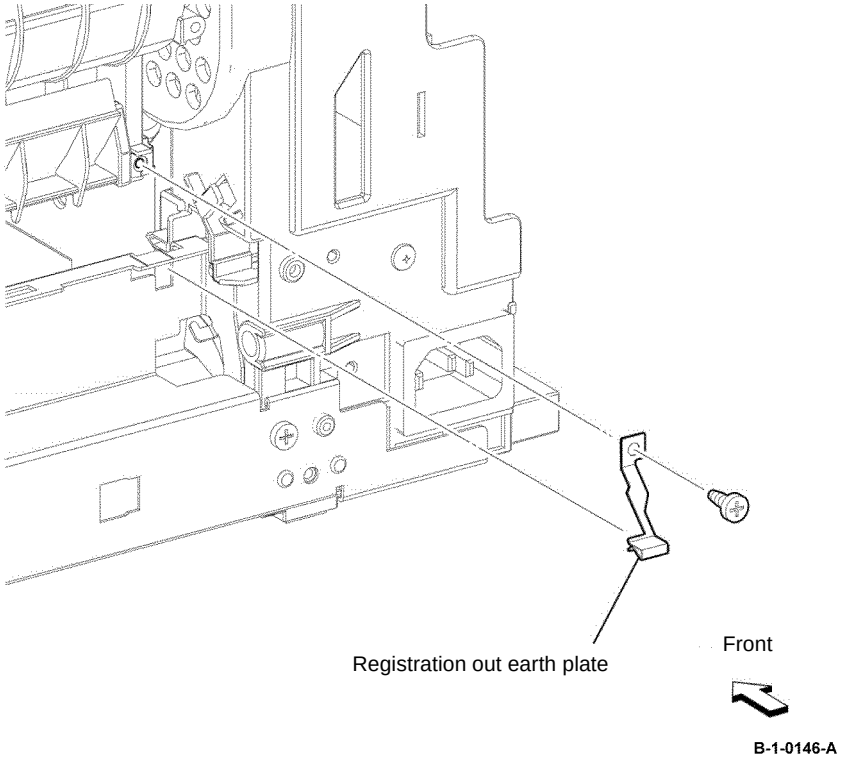

Figure 5 Registration out earth plate removal
22. Release one screw (silver, tapping, 8mm), then remove the registration out earth plate, Figure 5.